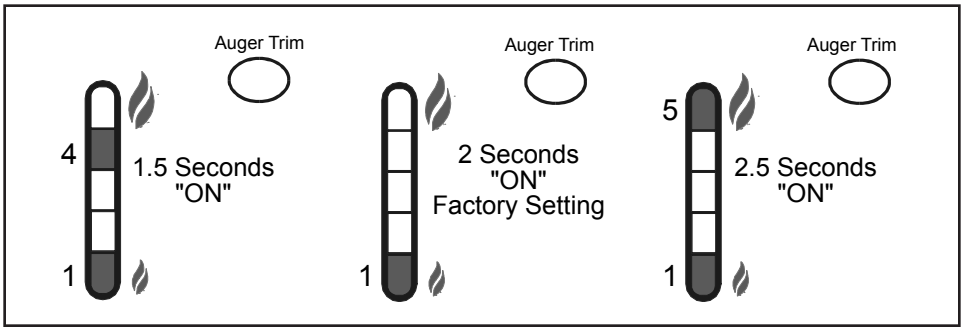

Figure 3: Auger trim and heat level indicator.
1. **AUGER TRIM:** Used to change feed rates on LOW ONLY for poorer quality fuels. Push the Auger Trim button until the number 1 and 5 lights appear on the Heat Level Indicator. This will increase the feed rate to 2.5 seconds ON time Auger pulse. This is done only on LOW to allow the burning of poor quality fuels. Push the button until the number 1 and 4 lights appear, this will reduce the Auger On time to 1.5 second. This setting is for high-grade fuel only. Push the button until just the number 1 light is on, this is for a 2 second ON time (standard setting). Refer to Figure 3.